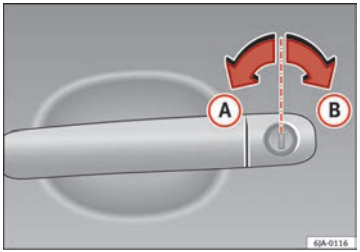

Fig. 46 Key positions during vehicle locking and unlocking
– Turn the key in the driver door in the forward driving direction to its unlock position (A) ⇒ Fig. 46.
– Turn the key in the driver door lock cylinder in the reverse direction to its lock position (B) ⇒ Fig. 46.